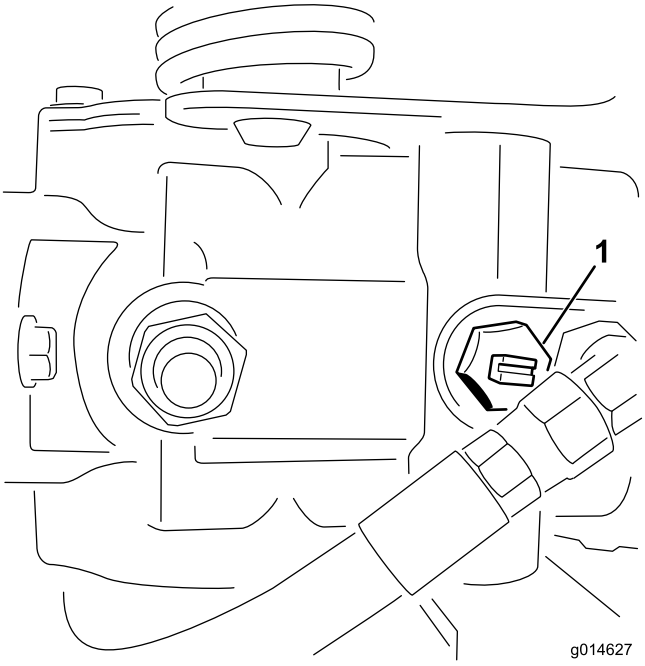

Figuur 41
1. Ga naar de omloopklep op de pomp en draai deze zodat de sleuf verticaal staat (Figuur 41).
2. Voordat u de motor start, moet u de omloopklep sluiten door deze zo te draaien dat de sleuf horizontaal staat (Figuur 41).